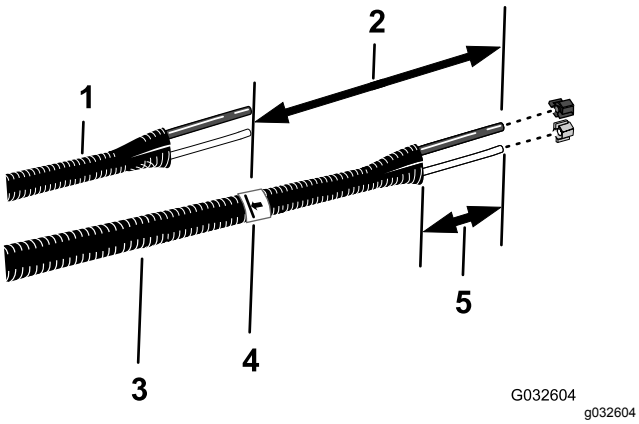

Figur 27
6. Juster de gamle væske- og luftrør (Figur 27), så de passer med den nye rørsamling (Toro-delnr. 114-9553).
8. På den nye rørsamling tilføjes 26 cm længde fra det mærke, du lavede i trin 7, rørsamlingen markeres, og rørene skæres over ved det andet (længere) mærke (Figur 27).
10. Fjern 77 til 102 mm af beklædningen omkring hver ende af rørsamlingen (Figur 27).